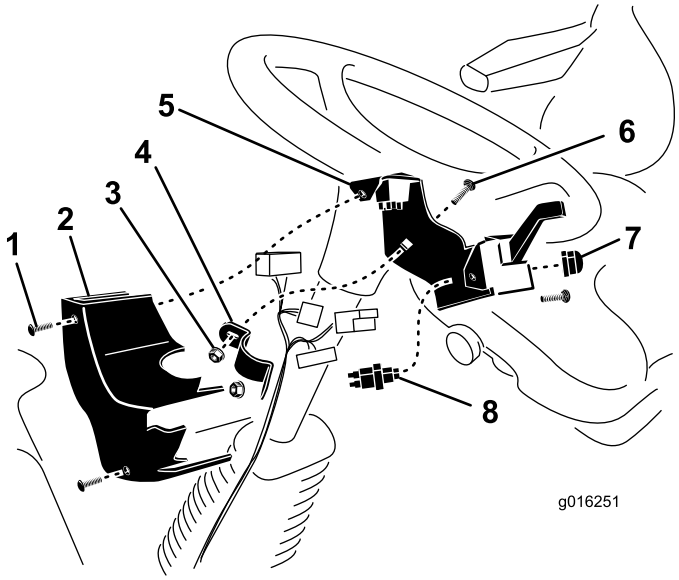

Figur 5
1. Montera signalhornsomkopplaren med signalhornsknappen av **gummi** (Figur 5) på kolonnfästet. Använd inte den silverknapp som följde med signalhornet.
2. Montera kolonnfästets enhet på styrkolonnens baksida med hjälp av kolonnfästets beslag och de två vagnsbultarna (3/8 x 1 tum) och flänsmuttrarna (3/8 tum). Placera kolonnfästet så högt som möjligt på styrkolonnen (se Figur 5). Se till att kolonnfästet inte blockerar ratten på något sätt.
3. När du har anslutit kablaget till knapparna monterar du fast kolonnens kåpa på kolonnfästet med två hastighetsmuttrar och skruvar (Figur 5).